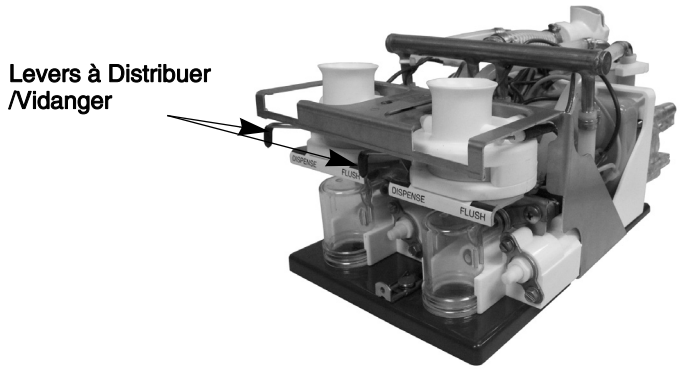

Figure 3. Emplacement du distributeur/du levier de rinçage
1. Ouvrez la porte de l'armoire et déplacez la poignée de la vanne de la position **Dispense** (distribuer) à **Flush** (vidanger), voir, Figure 3.